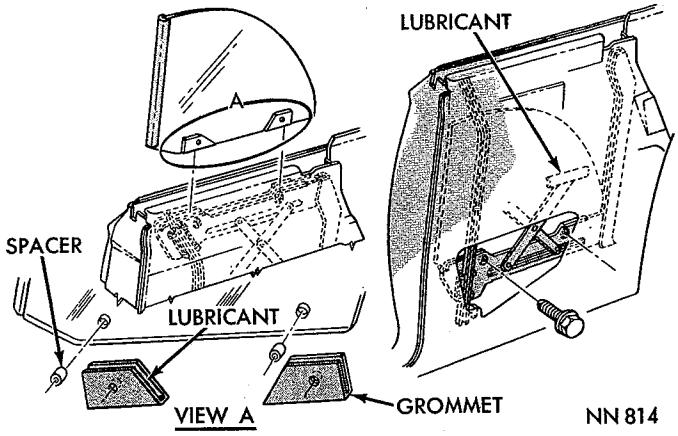

**Fig. 169—Quarter Window Glass Replacement—Convertible**
(1) Run window down and remove screw and washer assemblies attaching glass to lower frame assembly (Fig. 169).
(2) Run window up to approximately 3 inches below belt line and remove glass from quarter panel.